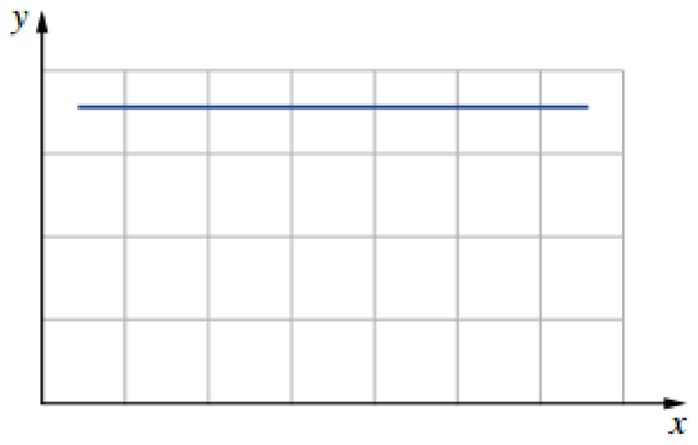

FIGURE 20.5.5 When two variables show no relationship, there is no trend in the data.
- When there is no relationship between two variables, one variable will not change even if the other changes (Figure 20.5.5).